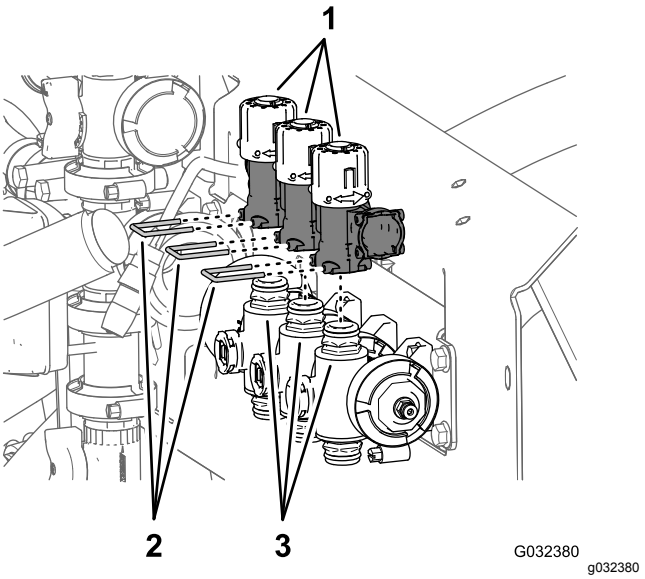

**Figur 57**
1. Fjern de 3 holdere, der fastgør de 3 omløbsventiler til de 3 manifoldventiler (Figur 57).
2. Løft de 3 omløbsventiler fra de 3 lynkoblinger på manifoldventilerne (Figur 57).